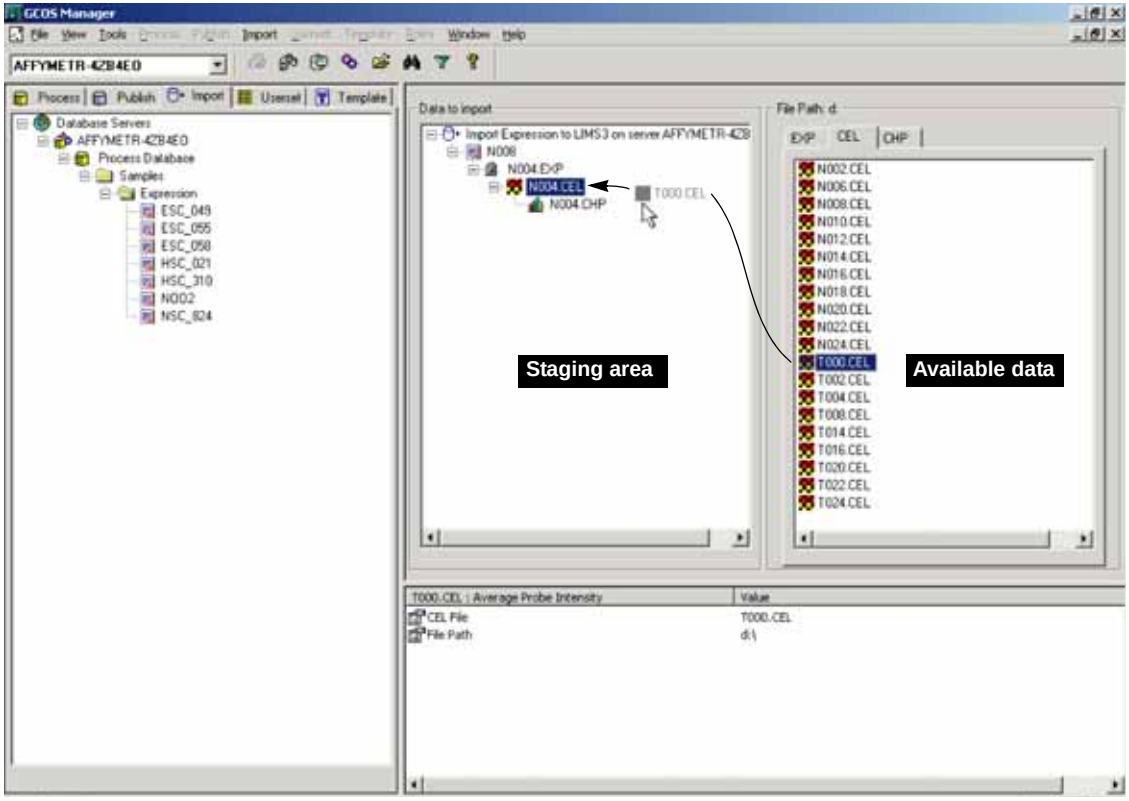

Figure 15.47
2. Drag the .cel to the .exp that is associated with the sample of interest in the staging area **(Figure 15.47)**. Repeat this step to associate another .cel with the sample.